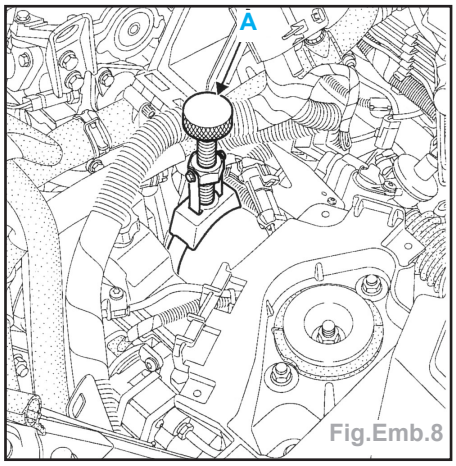

Fig.Emb.8
- Avec l'outil **Mot.445** (**A**), déposer l'accumulateur (Fig.Emb.8).